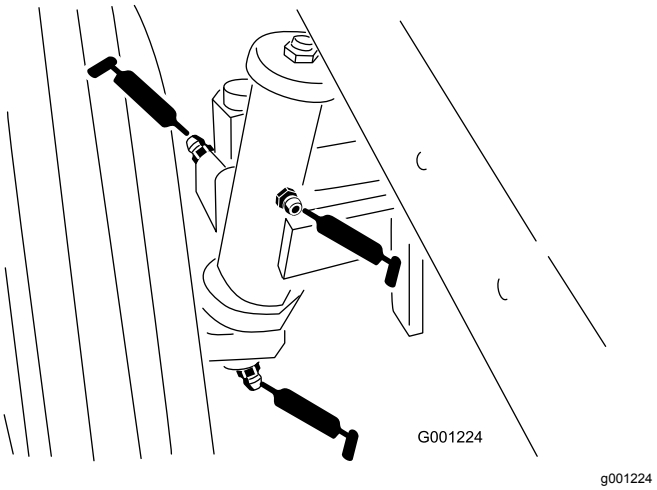

Figuur 40
- Lagerbussen van achterwielas (Figuur 40)